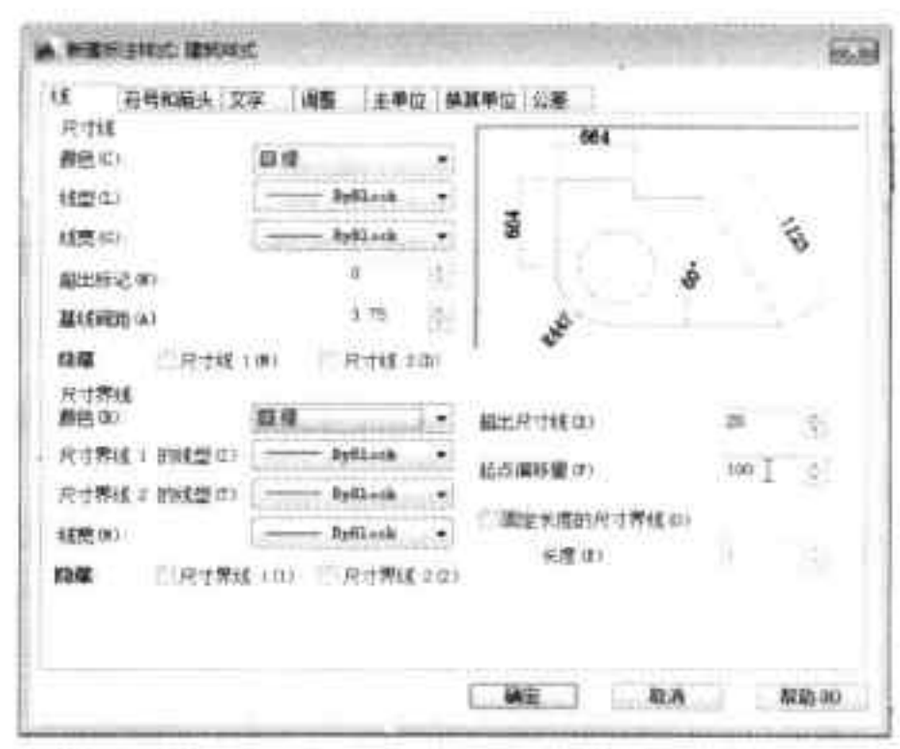

图9-80 设置尺寸线数值
Step04 将“超出尺寸线”设置为“20”，将“起点偏移量”设置为“100”，如图 9-80 所示。